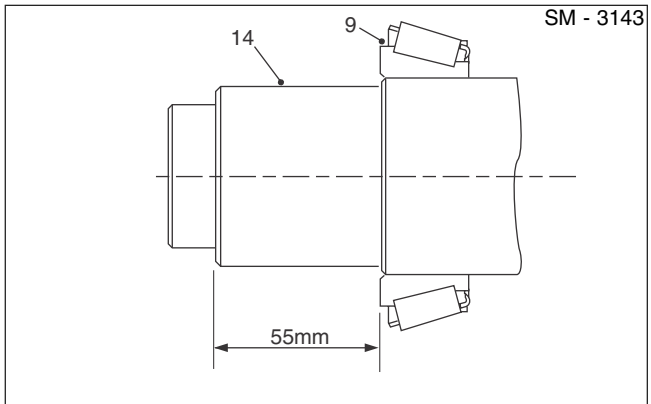

Fig. 2 - Pre assembly of bearing
6. Refer to Fig. 2, Maintain end face of cone approximately 55mm from end of spline face.
7. Insert driveshaft (14) into truck end of pivot casing until bearing assembly cone (9) seats firmly in the bearing asembly cup (8).
8. Apply loctite (3) to new seal (15) and fit over the driveshaft (14) with seal 'Lip' to bearing side.Press seal home using a mandrel.
9. Apply grease to splines of Front yoke (17) and slide onto the drive shaft (14).
10. Fit new 'O'-rings (29 & 51) to Front thrust collar (50) and fit collar over stub end of driveshaft (14) (align mating holes). Fit 2 off front bolts (19).
11. Tighten Front bolts (19) ; alternately 1/4 - 1/2 turns, drawing driveshaft (14) hard against the inner face of Front thrust collar (50). Shaft will be visible through inspection hole on the collar.
12. Lock Front yoke (17) from rotation by a suitable method / bar acting on the ground. Torque front bolts (19) to 54Nm/39 lbf ft.
13. Using special mandrel (15270104) home locking plate (16) onto Bolts (19). Remove the clamping bar.
14. Slide Rear bearing asembly cone (9) onto rear end of drive shaft (14) until it seats in bearing assembly cup (8).
15. Position clamping bar assembly and screw central bolt hard against bolts (19) of front thrust collar (50), enabling body end bearing to be fully seated home.